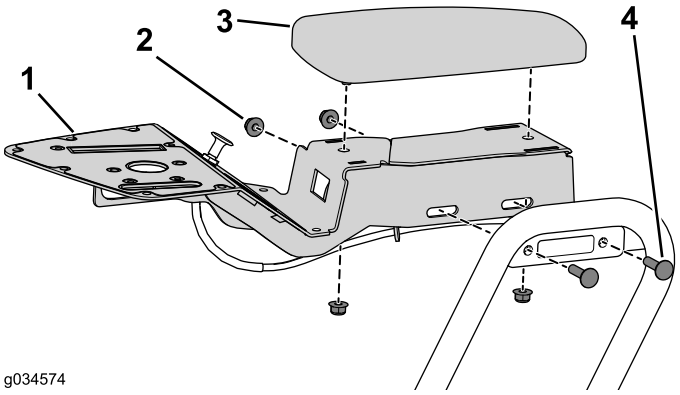

**Figura 14**
1. Remova os dois parafusos de carroçaria e porcas flangeadas que fixam o conjunto da consola ao suporte da consola (Figura 14).
2. Remova as duas porcas flangeadas que fixam o apoio do braço ao conjunto da consola (Figura 14).